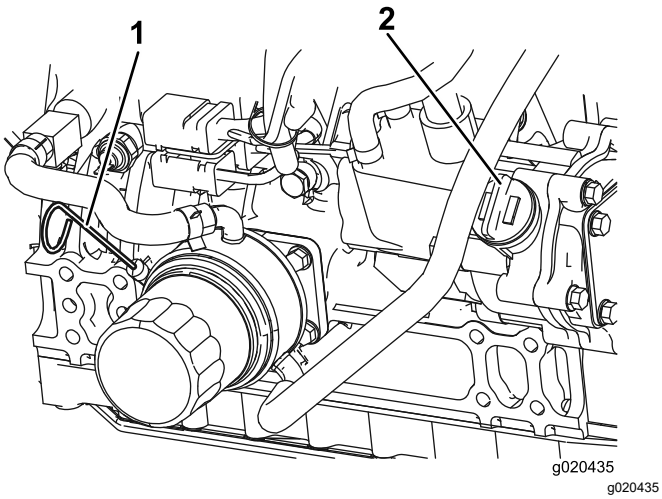

**Figur 88**
Oljenivået skal være i det sikre området (Figur 88).
4. Hvis oljenivået er under det sikre området, ta av lokket (Figur 88) og fyll på olje til nivået når opp til "Full"-merket.